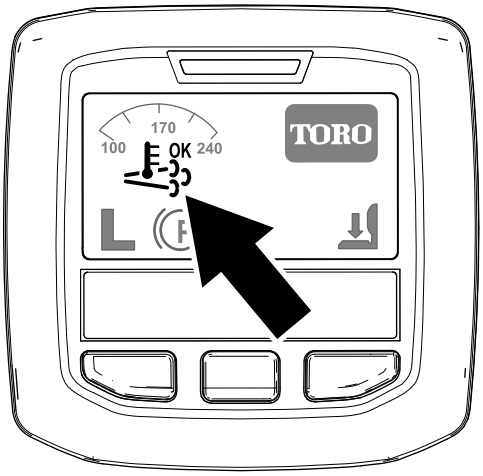

Figuur 24
- Het pictogram ondersteunde regeneratie verschijnt op het InfoCenter (Figuur 24).